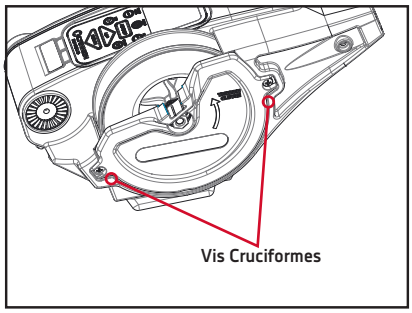

Figure 20
2. Desserrez les deux vis cruciformes 1/4-20 sur les côtés opposés de la couverture. (Figure 20)